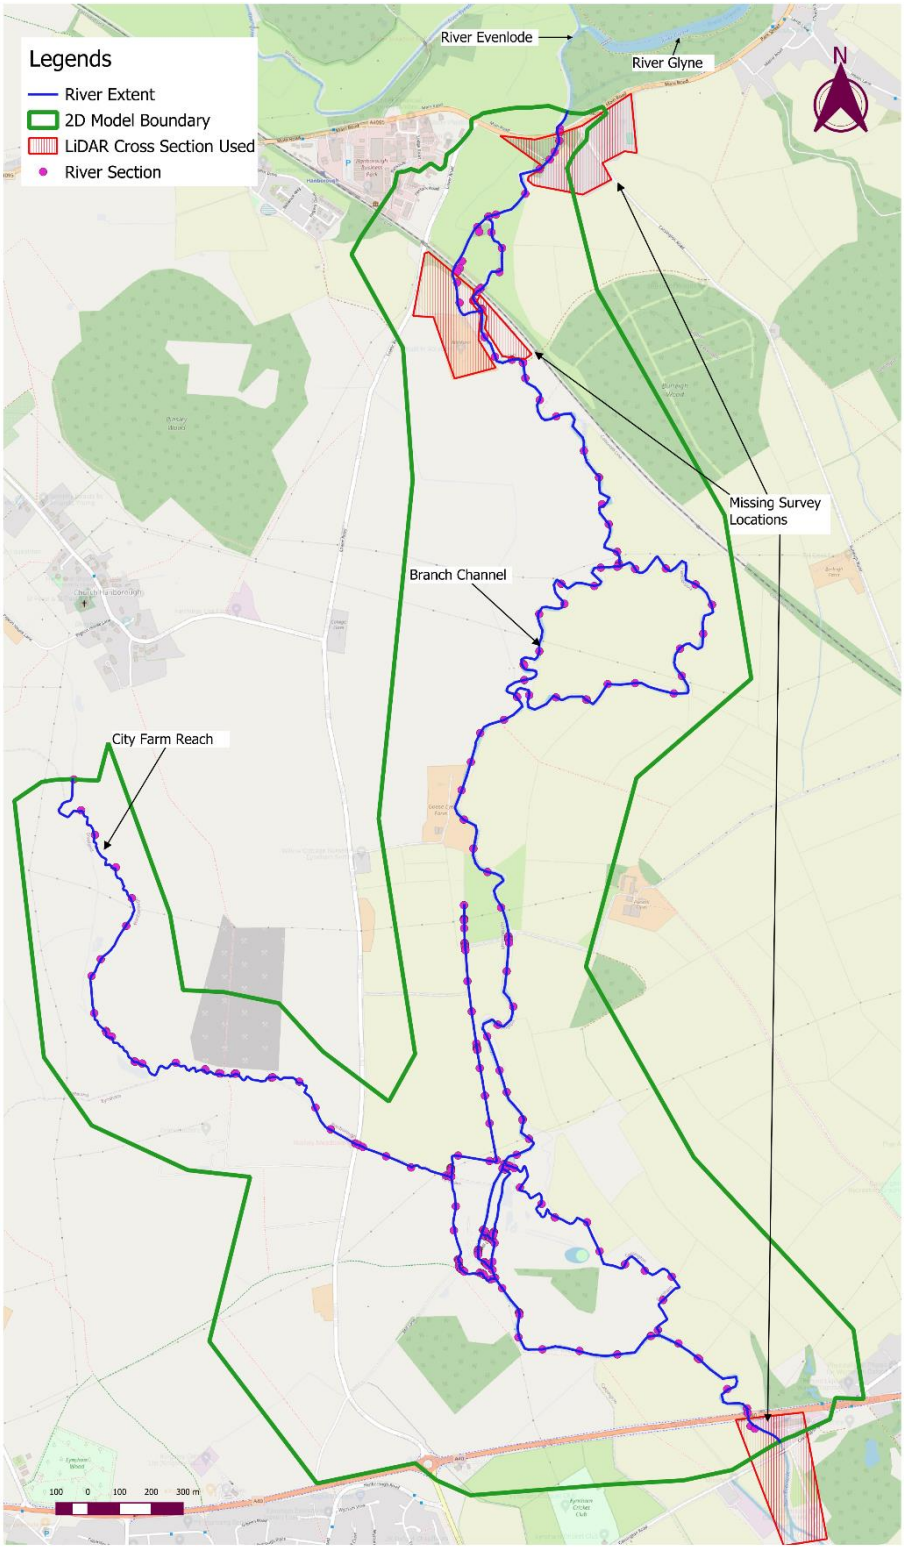

Figure 1.1: Site Location with Main Channel and its Tributaries
1.2.4 Key features of the catchment are shown in **Figure 1.1.**